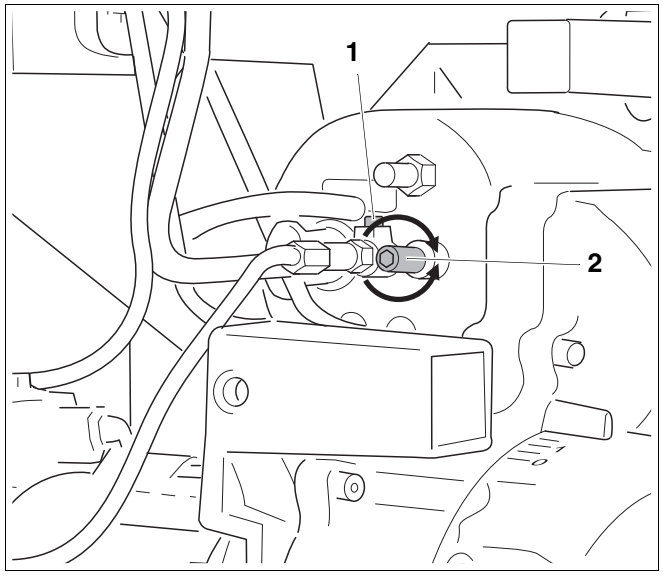

Fig. 18 Ajuste de la posición del diafragma
La posición del diafragma en la salida del cañón del quemador viene definida por la dimensión Y (véase fig. 4 "Hoja de medidas del electrodo de encendido, del diafragma y de la chapa de reducción", página 8). La posición puede ajustarse mediante el husillo roscado (fig. 18, **pos. 2**):
– Suelte la sujeción de la portatobera (tornillo de sujeción fig. 18, **pos. 1**).